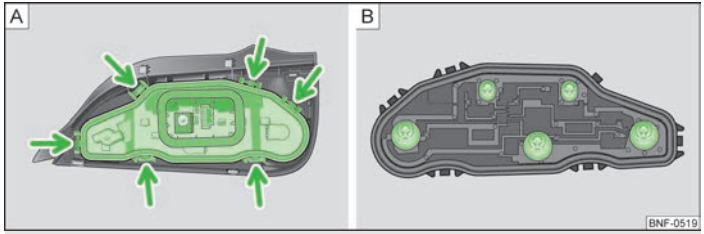

Fig. 127 **Tail light assembly: Replacing bulbs**
- Unlock the lamp holder on the locking latches (arrows) » Fig. 127 - [A] and remove the bulb holder from the tail light.
- Push the faulty bulb into the holder, turn **anti-clockwise** up to the stop and remove » Fig. 127 - [B].